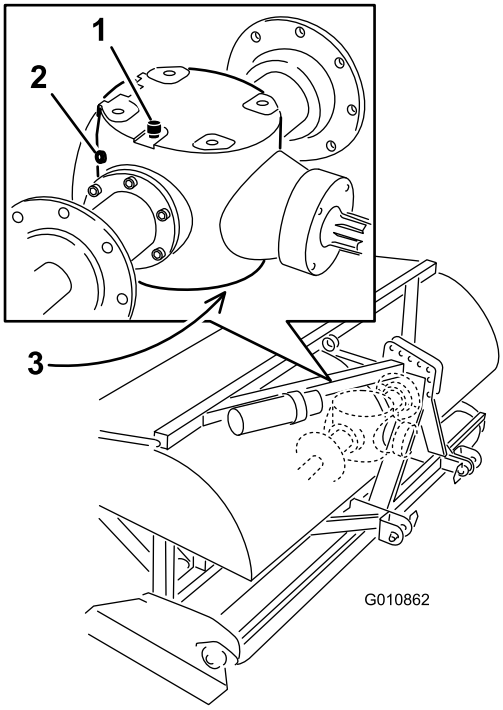

Rysunek 45
2. Wykręć z przekładni korek kontrolny (Rysunek 45).
3. Upewnij się, że olej sięga do dolnej krawędzi otworu kontrolnego w obudowie przekładni (Rysunek 45).
1. Oczyść okolice korka odpowietrzenia/wlewu i korka spustowego, aby zapobiec zanieczyszczeniu oleju (Rysunek 45).